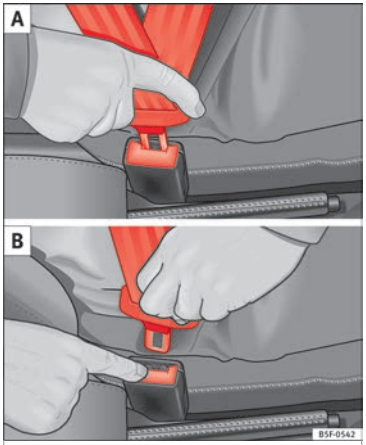

Fig. 10 Positioning and removing the seat belt buckle.
- Insert the latch plate into the buckle for the appropriate seat and push it down until it is securely locked with an audible click ››› **Fig. 10 A**.
- Press the red button on the belt buckle ››› **Fig. 10 B**. The latch plate is released and springs out ››› ⚠.